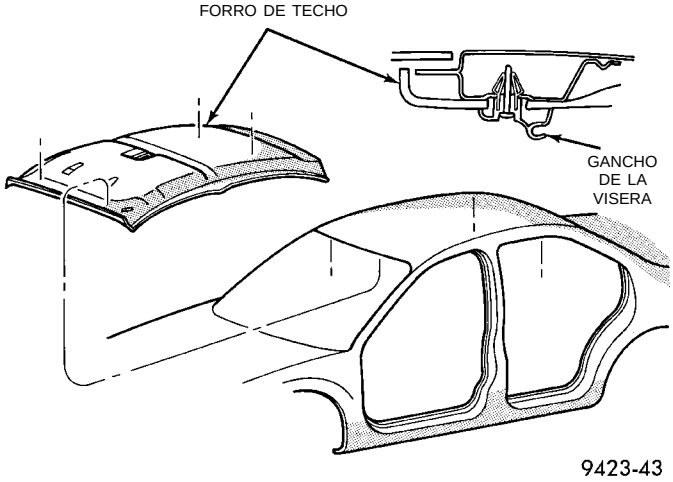

Fig. 70 Forro de techo
(11) Retire el sujetador de presión en la parte trasera del forro de techo.
(12) Desacople el conector del cable de la luz de techo, en la parte trasera del forro de techo.
(13) Retire el sujetador de presión que sujeta el cableado al parante C.
(14) Retire el forro de techo a través de la abertura de la puerta (Fig. 70).